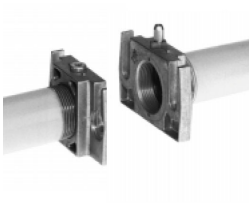

Fig. 6
3. Montare il MultiBloc fra le flange filettate (Fig. 6)